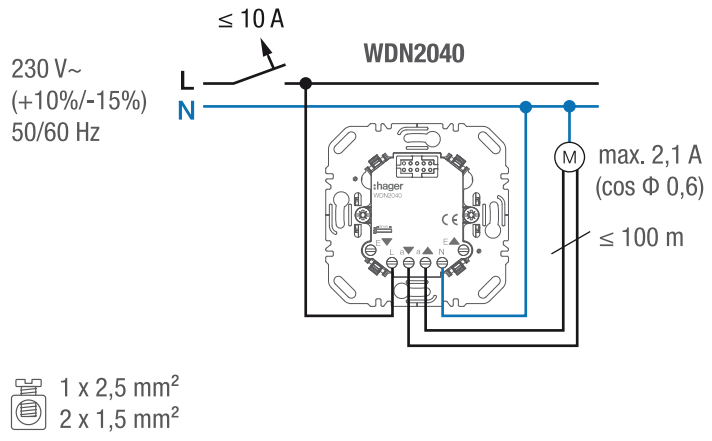

Bild 2: Einzelsteuerung
- Für Einzelsteuerung Jalousie-Einsatz gemäß Anschlussbild (Bild 2) anschließen.